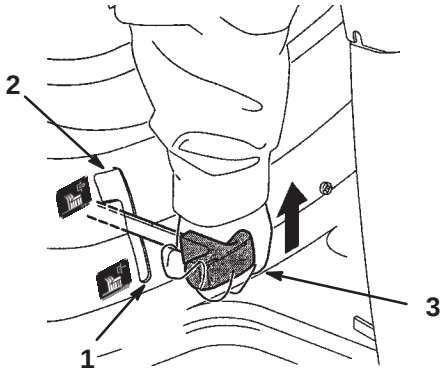

Bild 7
4. Stellen Sie den Zapfwellenantriebshebel (ZWA) auf „Auskuppeln“ (Bild 7).